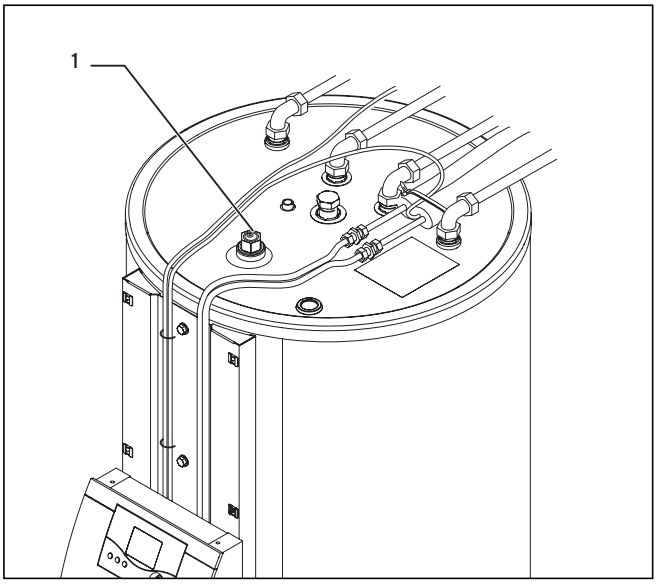

Bild 7.4 Demontering av skyddsanoden
- Om solvärmeanläggningen användas med mindre än 5 m av solar-kopparröret 2 i 1 måste du här efter – beakta det föregående arbetssteget – tappa av ca 0,5 liter solvärmevätska via den nedre påfyllningsanslutningen (se bild 7.4).